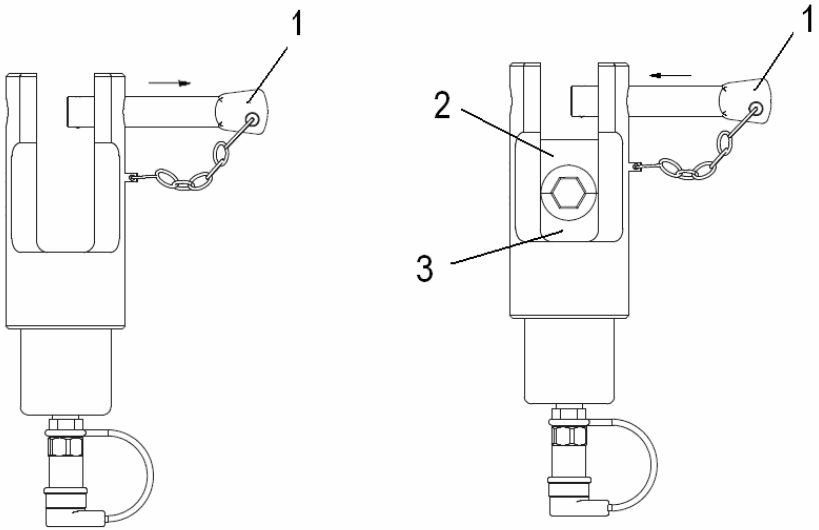

Рис. 1. Смена матриц .
С целью смены зажимной матрицы следует вытянуть шкворень поз.1, (как на Рис.1) к моменту отблокирования матриц.
- Поместить формирующие матрицы типа **DF120**в головке (смена матриц Рис.1)